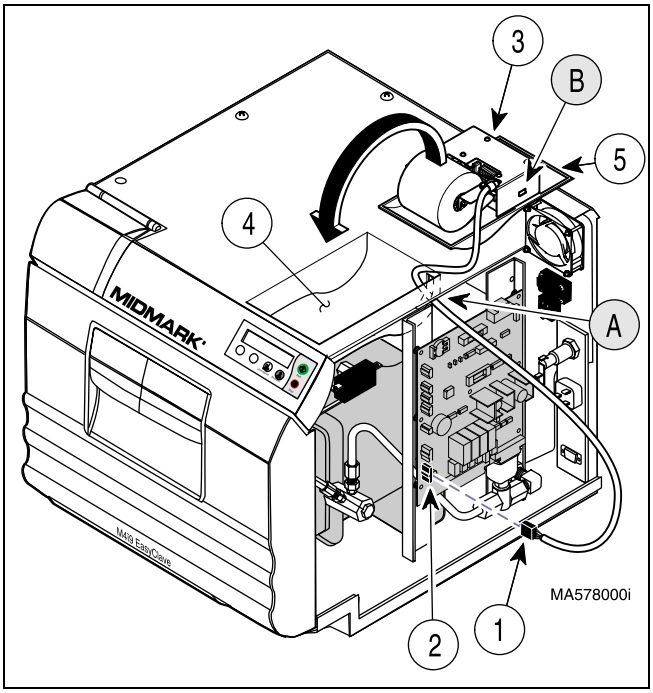

Figure 4-36. Printer
(1) Unplug table power cord from wall outlet.
(2) Remove right side panel (refer to Para 4.2).
(3) Disconnect printer wire harness (1, Fig 4-36) from plug connector J8 on P.C. Board (2).
(4) Carefully lift printer assembly (3) from top cover (4) while pulling printer wire harness (1) out thru slot (A) of top cover.
(5) Slightly bend sides of printer assembly (3) outward until printer housing (5) can be pulled off locking tabs (B).
(1) Insert printer housing locking tabs (B, Figure 4-36) into slots of printer assembly (3).
(2) Route printer wire harness (1) thru slot (A) of top cover (4).
(3) Connect printer wire harness (1) to plug connector J8 on P.C. Board (2).
(4) Place printer in position on top cover (4).
(5) Install right side panel (refer to Para 4.2).
(6) Plug unit into outlet.